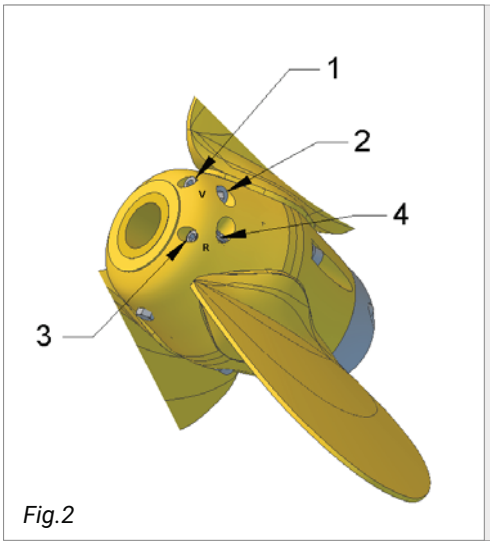

Fig.2
GENERAL: The pitch adjustment is very simple on the VARIPROP, and can be done in or out of the water in matter of few minutes, if a there is enough space between propeller hub and strut to fit an allen key into the set screws (1) & (3) at Fig.2 . If not, the propeller must first be pulled. (see removing from the shaft page 9 and 10)
Propeller in the drawing below (Fig.2) is for a left hand rotation VARIPROP „LH“.
It is quite possible to set the pitch continuously variable and independently for forward and reverse. The turning of the adjusting screws **(2)** & **(4)** in Figure 2 & 3a (see pages 5&6) by half a revolution changes the pitch approx. 1“. That means a quarter turn (90°) changes the pitch by ½” and a one full turn by 2” etc.. For a check of pitch adjustments there are markings on the hub face under the zinc anode. To return to original factory pitch settings, line up “AH” or “V” resp. “AS” or “R” markings on the hub face.